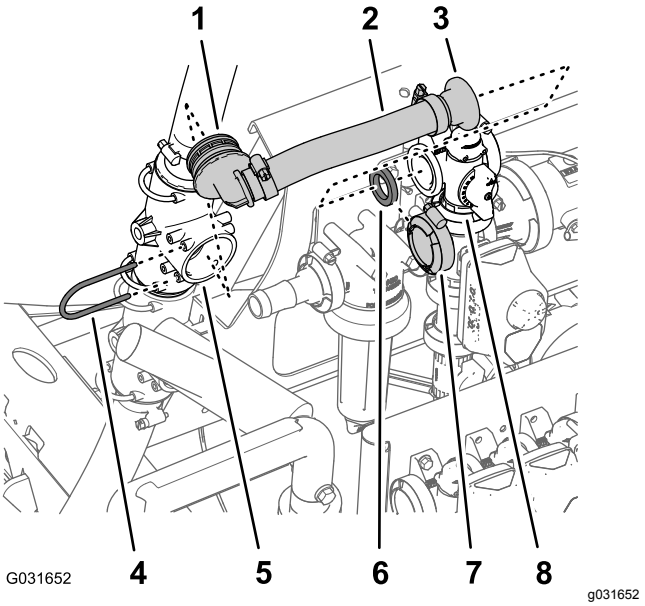

Figur 217
1. Fjern holderen som fester 90°-koblingen med mothaker for omløpsslangen til det øvre T-stykket, og fjern 90°-koblingen fra T-stykket (Figur 217).
2. Fjern flensklemmen som fester den rette flenskoblingen og pakningen på risteventilflensen, og fjern omløpsslangen fra maskinen (Figur 217).